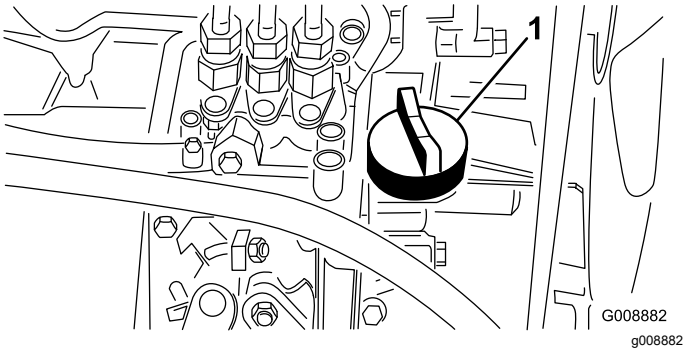

Rysunek 53
4. Jeżeli poziom oleju okaże się za niski, odkręć korek wlewu (Rysunek 53) i stopniowo dolewaj olej małymi porcjami, często sprawdzając jego poziom, aż zostanie osiągnięta kreska „full” na bagnecie.